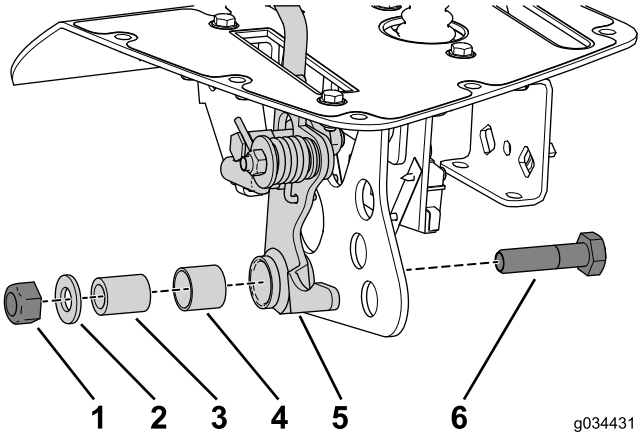

Figura 22
2. Utilizzate il dado di bloccaggio, la rondella piana, il tubo distanziale e il bullone che avete rimosso in precedenza per fissare il gruppo della maniglia alla staffa (Figura 22).